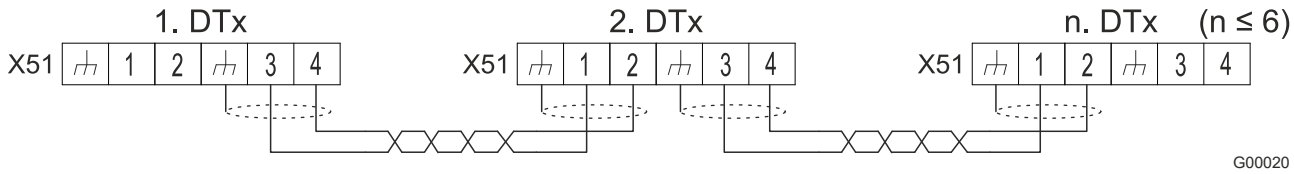

Fig. 22: Multimaster Control
1. Connect the controllers of the cooling units according to the connection diagram and Fig. 22 to the appropriate terminal strip MM1 / MM2, see "Electrical circuit diagram – Multi-Controller (MC)", Page 42.